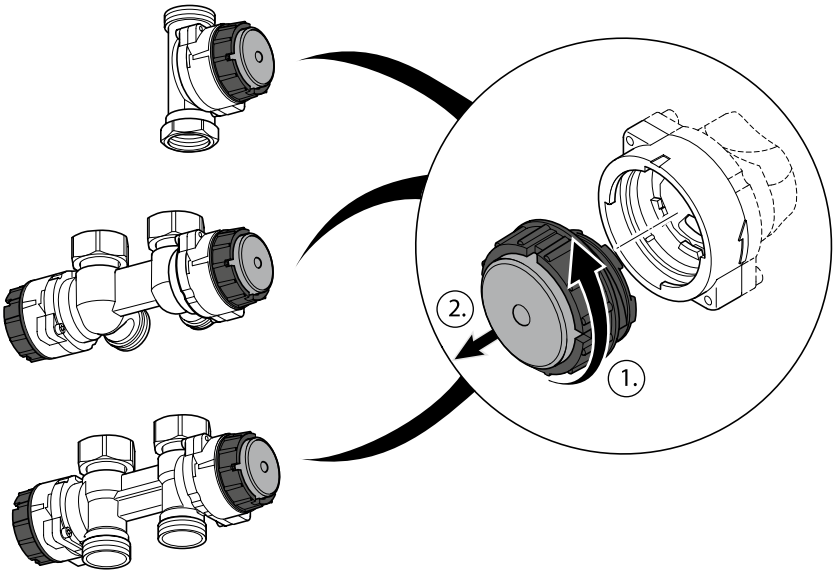

Fig. 17-2: Entfernen des werkseitigen Bypasses aus den Pumpenadaptern
- Den schwarzen Bypass mit der roten Kappe 1/4 Umdrehung gegen den Uhrzeigersinn drehen und vom Bajonettverschluss des Pumpenadapters abnehmen (siehe Fig. 17-2). Den Bypass für spätere Wartungs- und Servicezwecke aufbewahren.